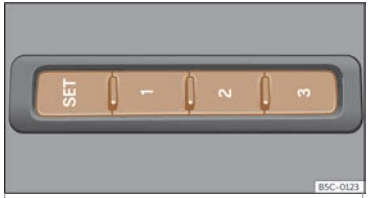

Fig. 108 Al lateral exterior del seient del conductor:tecles de memòria
- Premeu la tecla SET durant més d'1 segon >>> fig. 108.